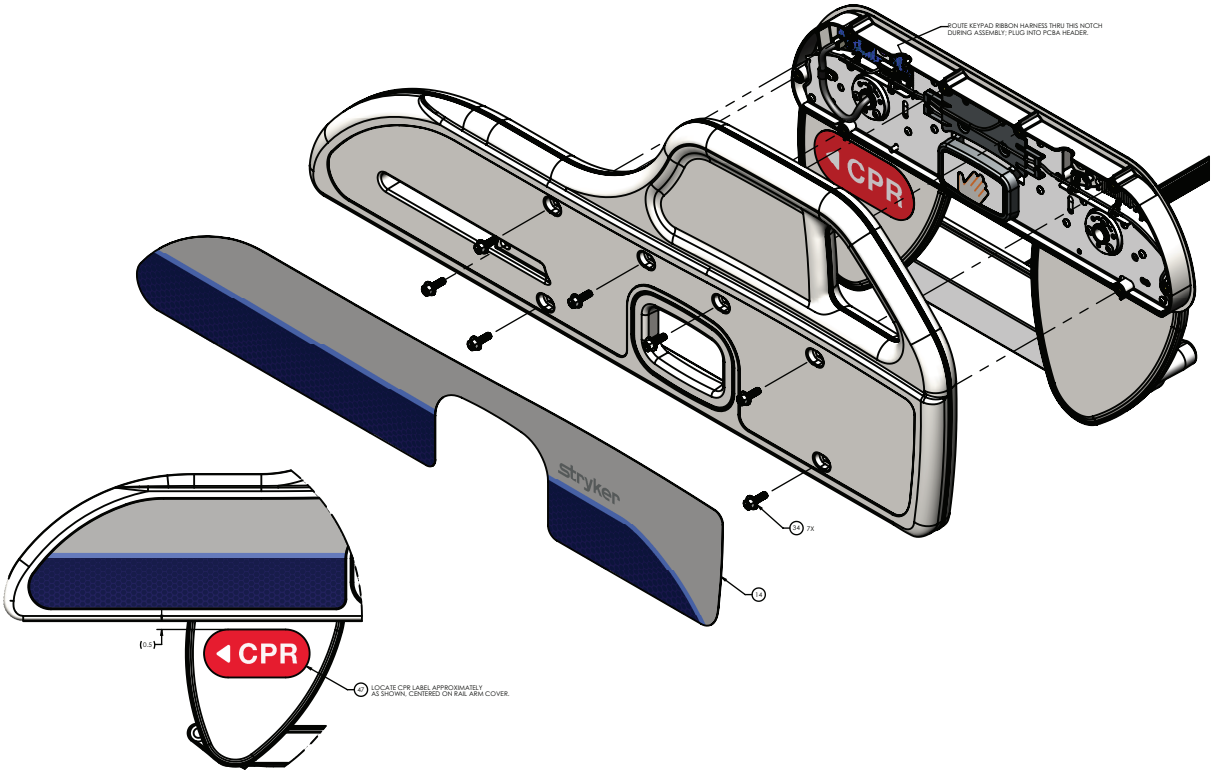

Figure 44 – Remplacement du panneau de commande de la barrière côté pieds, côté droit du patient
6. À l'aide d'un outil à pointe, retirer et jeter l'étiquette de la barrière externe (14) (Figure 44).
7. À l'aide d'un tournevis à douille de 3/8 po, retirer et conserver les sept boulons (34) qui fixent l'arceau de barrière à l'ensemble de barrière (Figure 44).
6. À l’aide d’un outil à pointe, retirer et jeter l’étiquette de la barrière externe (14) (Figure 44).
7. À l’aide d’un tournevis à douille de 3/8 po, retirer et conserver les sept boulons (34) qui fixent l’arceau de barrière à l’ensemble de barrière (Figure 44).